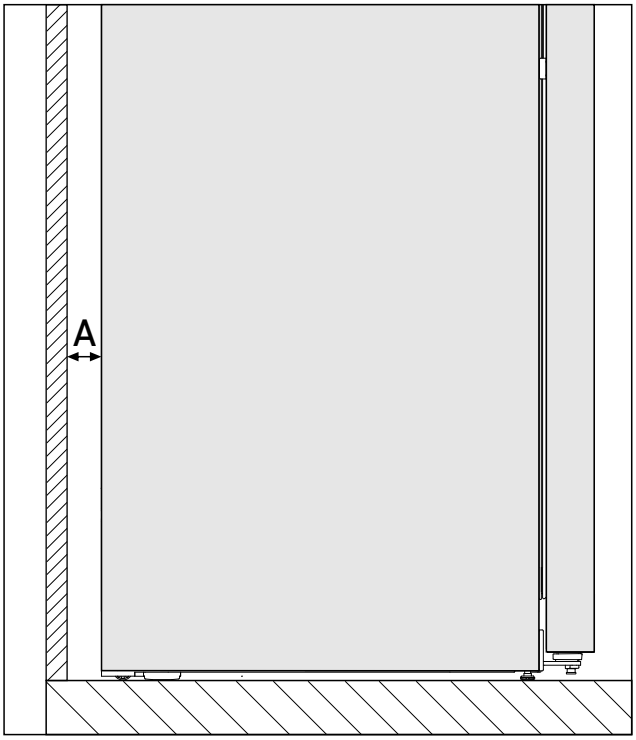

*Fig. 3 **
Energiforbruget er bestemt ud fra en vægafstand *Fig. 3 (A)* mellem enhedens bagside og væggen. Hvis afstanden til væggen er mindre end *Fig. 3 (A)*, har dette ingen indvirkning på enhedens funktionalitet; energiforbruget stiger dog en smule med en mindre afstand til væggen.*